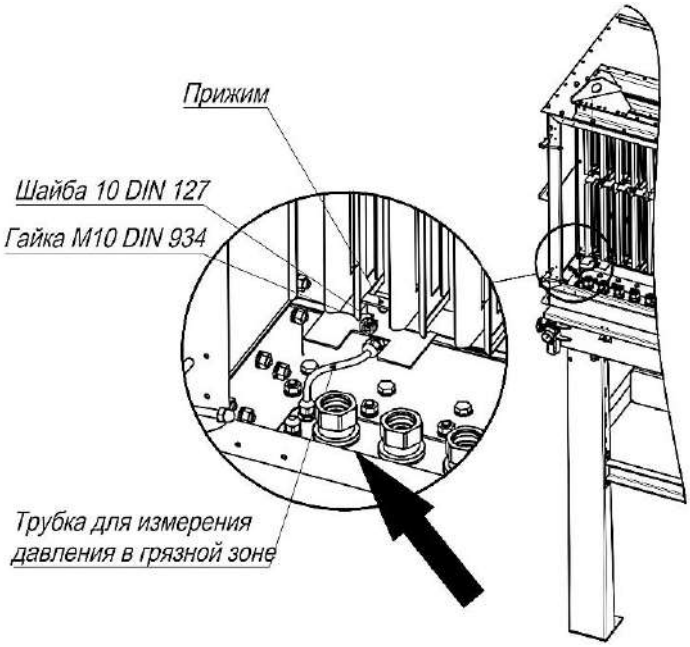

Рисунок 24
4) внутри камеры очищенного газа открутить крепления кронштейнов продувочных трубок, трубки демонтировать. Защитить отверстия в соединительных гайках от попадания загрязнений (заглушить ветошью). При необходимости продувочные трубки очистить от загрязнений (рисунок 24);